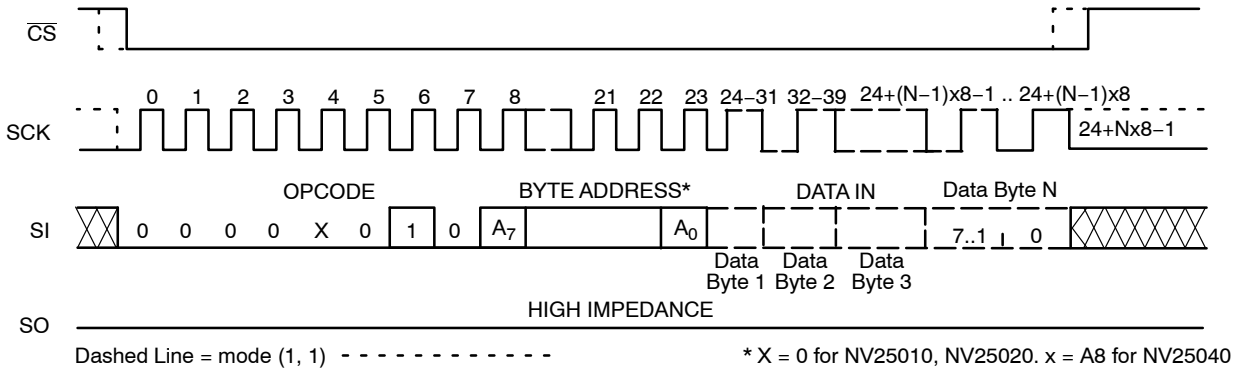

Figure 6. Page WRITE Timing
After sending the first data byte to the NV250x0, the host may continue sending data, up to a total of 16 bytes, according to timing shown in Figure 6. After each data byte, the lower order address bits are automatically incremented, while the higher order address bits (page address) remain unchanged. If during this process the end of page is exceeded, then loading will "roll over" to the first byte in the page, thus possibly overwriting previously loaded data. Following completion of the write cycle, the NV250x0 is automatically returned to the write disable state.
The additional 16−byte Identification Page (IP) can be written with user data using the same Write commands sequence as used for Page Write to the main memory array (Figure 6). **The IPL bit from the Status Register must be set to 0 using the WRSR instruction, before attempting to write to the IP.** The address bits [A8:A4] are Don't Care and the [A3:A0] bits define the byte address within the Identification Page. In addition, the Byte Address must point to a location outside the protected area defined by the BP1, BP0 bits from the Status Register. When the full memory array is write protected (BP1, BP0 = 1,1), the write instruction to the IP is not accepted and not executed. Also, the write to the IP is not accepted if the LIP bit from the Status Register is set to 0 (the page is locked in Read−only mode).